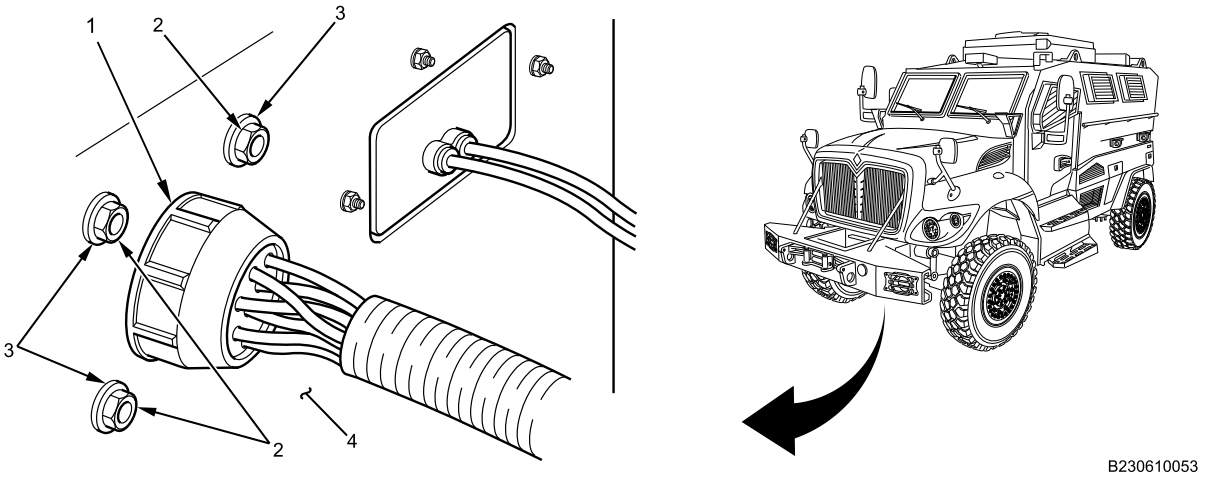

Figure 4. Front Trailer Hookup Cover Fasteners.
2. Install four new lockwashers (Figure 4, Item 3) and four nuts (Figure 4, Item 2) securing front trailer hookup cover and front trailer hookup harness (Figure 4, Item 1) to front bumper (Figure 4, Item 4). Tighten nuts securely.